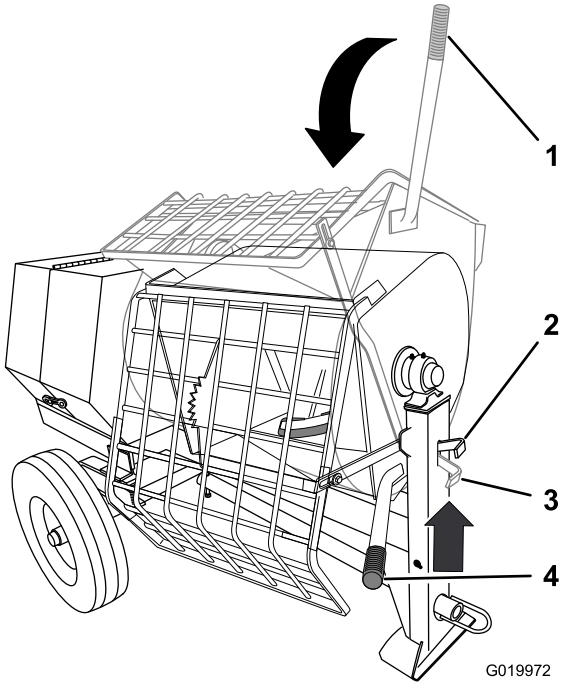

Figure 40
2. Grasp the dump handle with your left hand (Figure 40).
3. Lift the handle of the drum latch (Figure 40).
4. With both hands on the dump handle, rotate it counterclockwise to discharge the contents of the drum (Figure 40).
5. Rotate the dump handle **clockwise** until the drum latch locks the drum in the upright position (Figure 40).